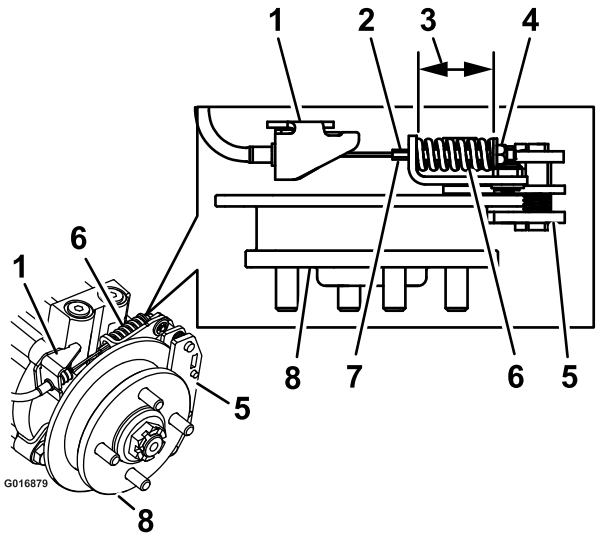

Figur 72
9. Hold gjengestangenden med et verktøy, og juster låsemutteren til fjærlengden er mellom 3,8 og 4,0 cm (Figur 72). Ikke la kabelen vri seg når mutrene løsnes.